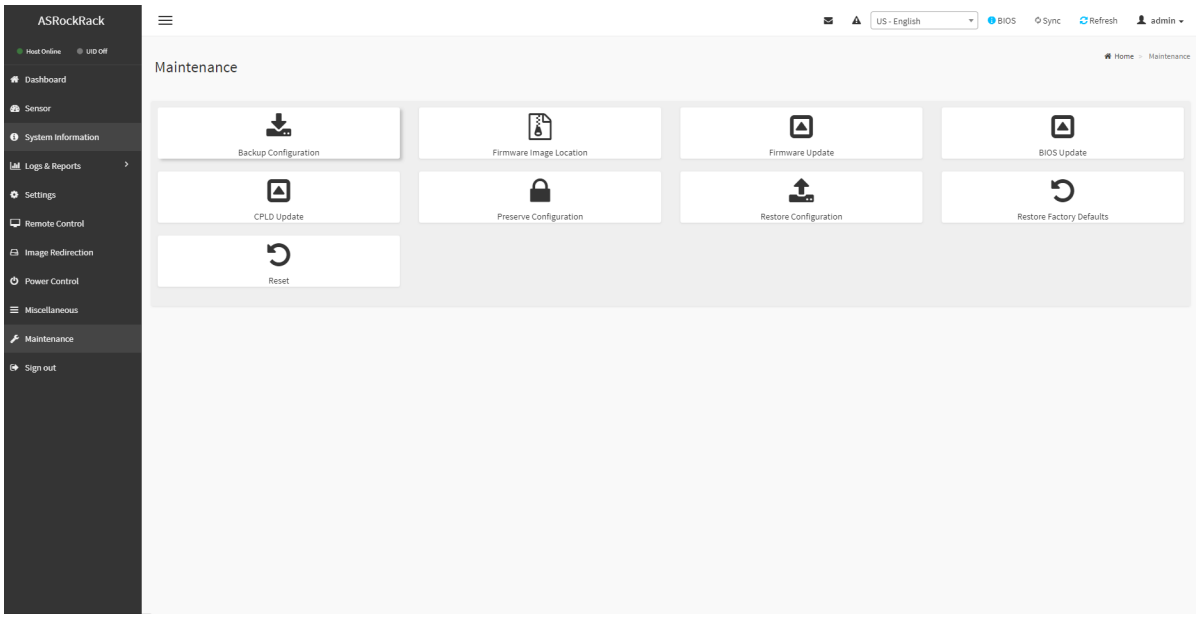

Рис. 125. Окно «Maintenance»
9) Пройдите во вкладку «Maintenance» в данной вкладке показана страница обслуживания сервера, предоставляет пользователям различные функциональные возможности для выполнения задач обслуживания сервера. Окно показано на рис. 125 Окно «Maintenance»